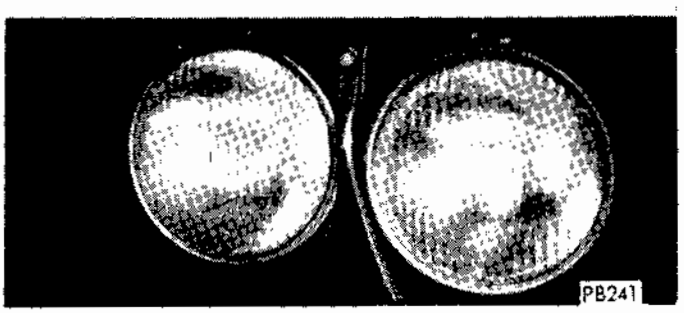

Fig. 1 - Headlamp Washers-Brush at Rest
(6) Compress and position clip over crank and torsion bar.
(7) Install headlamp sealed beam units and connect battery ground strap.
(8) Connect motor leads at harness connector (Fig. 1).
(4) Compress and remove clips from crank assemblies (Fig. 1).